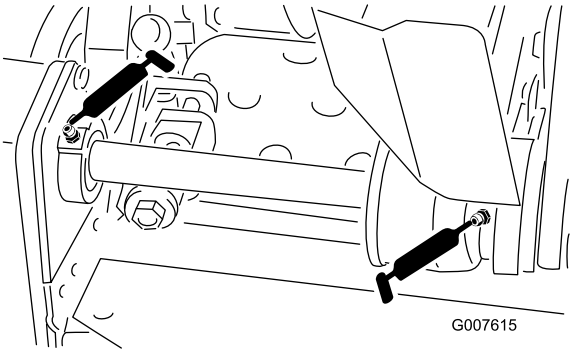

Figur 16
- Två på cylinderns överföringslager (Figur 16)